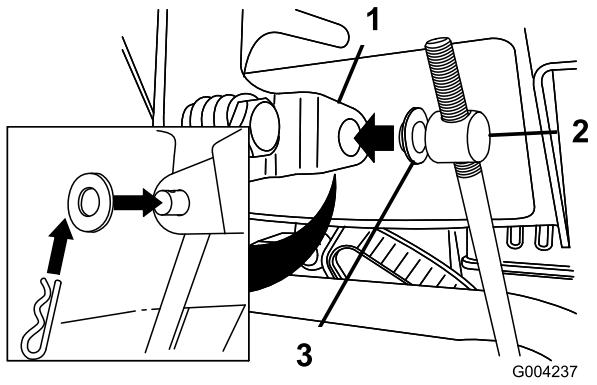

Figur 11
3. Fjern hårnålssplinten og den ytterste skiven fra vuggetappen på den øvre enden av hastighetskontrollstaget (Figur 11).
Merk: Du kan la den flate skiven bli på vuggetappen for å gjøre installeringen litt enklere (Figur 11).
6. Løft opp på hastighetskontrollstaget, og sett inn vuggetappen i hullet i hastighetsvelgerspaken (Figur 11).